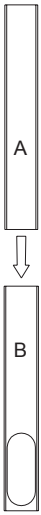

Rys. 1
1. Umieść panel A w panelu B zgodnie ze strzałką na rys. 1.